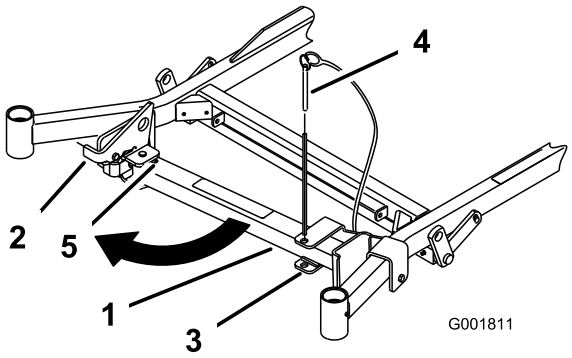
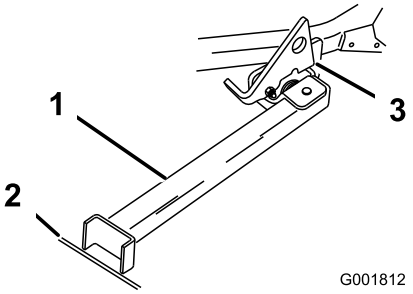

**Figur 34**
**Figur 35**
2. Ta bort fästpinnen (Figur 34).
3. Höj spärrhaken. För stativets fot utåt och skjut stativet mot maskinen, in i spårets botten (Figur 34 och Figur 35).
6. Sätt stativets fot på marken och låt spärrhaken vila på den vridbara fliken (Figur 35).
**Obs:** För bästa resultat ska du sätta stativfoten i fåror på underlaget eller sticka ned den i gräsmattan (Figur 35).
8. Kör upp på stativet. Stanna när spärrhaken faller ned över fliken i det låsta läget (Figur 35). När maskinen står på stativet lägger du i parkeringsbromsen och stänger av motorn.
7. Återställ stativet till viloläget (Figur 34).